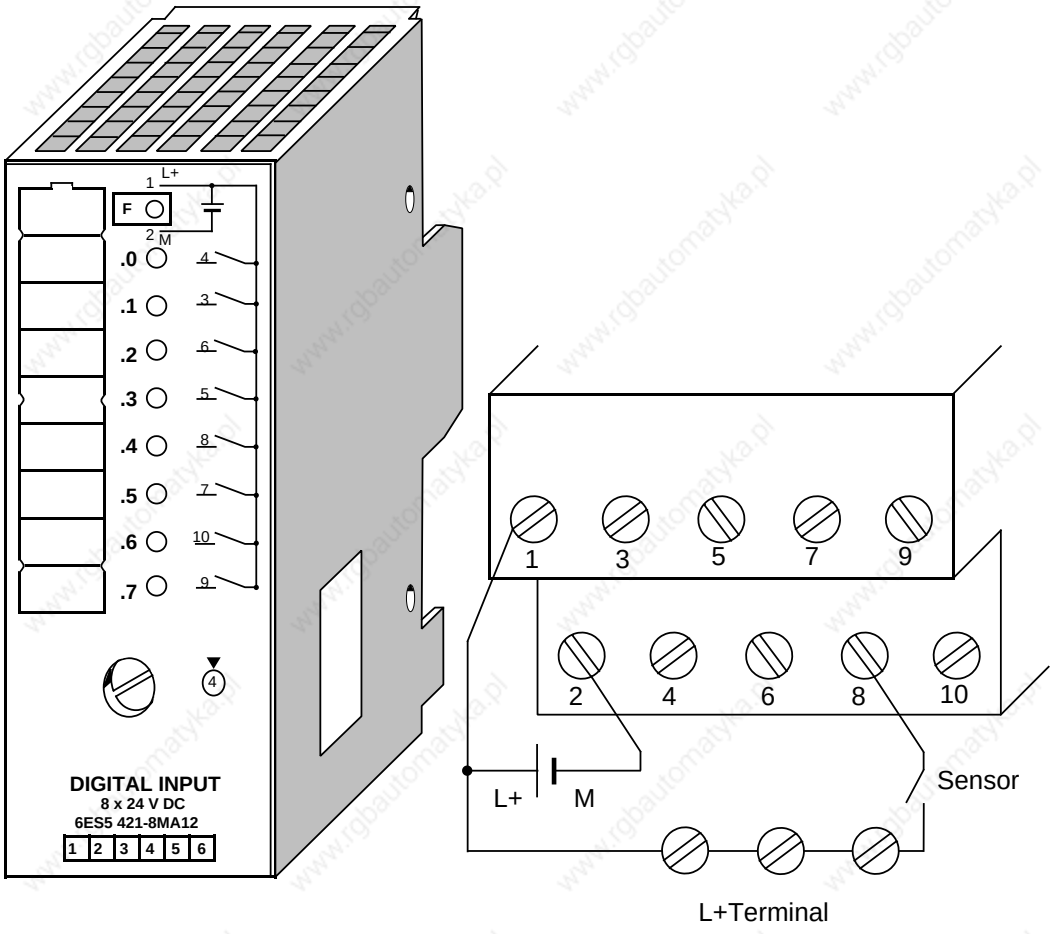

**Figure 3-14. Connecting a Sensor to Channel 4**
**Example:** Connecting a sensor to channel 4 (address I 3.4) on an input module in slot 3 (see Figure 3-14)